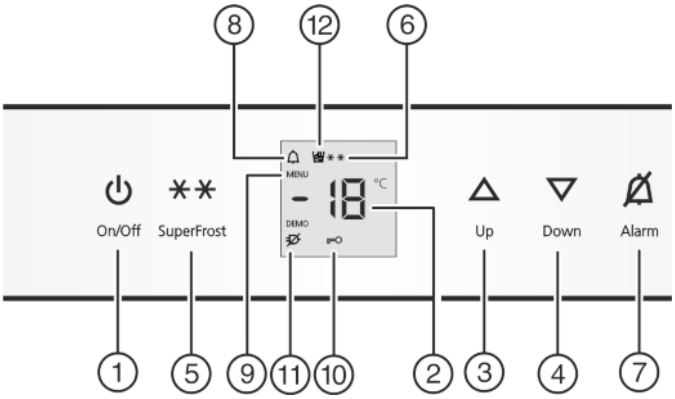

Fig. 2
▶ нажмите кнопку On/Off *Fig. 2 (1)*.
▶ Активация режима настройки: удерживайте кнопку SuperFrost *Fig. 2 (5)* прибл. 5 секунд.
▷ Символ меню *Fig. 2 (9)* горит.
▶ Коротко нажмите кнопку SuperFrost *Fig. 2 (5)* для подтверждения.
▶ Для включения защиты от детей коротко нажмите клавишу SuperFrost *Fig. 2 (5)*.
▷ Символ "Защита от детей" *Fig. 2 (10)* горит. На индикации мигает c.
▶ Для выключения защиты от детей коротко нажмите клавишу SuperFrost *Fig. 2 (5)*.
▷ Символ защиты от детей *Fig. 2 (10)* гаснет. На индикации мигает c.
▶ Выход из режима настройки: нажмите кнопку On/Off *Fig. 2 (1)*.
▶ Нажмите кнопку Alarm *Fig. 2 (7)*.
Одновременно мигает индикация температуры и символ тревоги *Fig. 2 (8)*.
Звуковой сигнал выключается автоматически, символ аварийного сигнала *Fig. 2 (8)* выключается и индикатор температуры перестает мигать, если температура снова становится достаточно низкой.
▶ Установка более высокой температуры: нажмите кнопку настройки Up *Fig. 2 (3)*.
▶ Установка более низкой температуры: нажмите кнопку настройки Down *Fig. 2 (4)*.